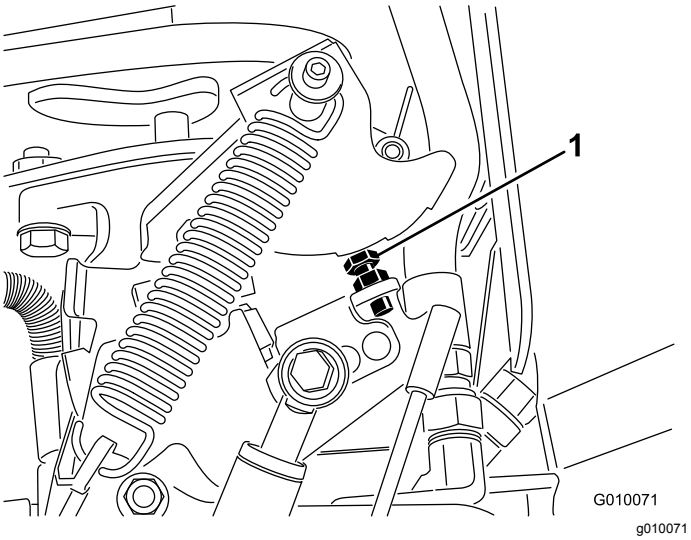

Figur 67
6. Hvis det er nødvendig med justering, vri pumpens stoppbolt (Figur 67) nærmere til stoppeplaten for å redusere hullavstanden eller vri stoppbolten vekk fra stoppeplaten for å øke hullavstanden.